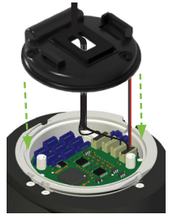

Abbildung 2
1. Richten Sie die Befestigungslöcher auf der Scheibe an den Montagegewinden auf der Eingangsplatine aus und drücken Sie die Scheibe dann vorsichtig auf die Platine. (Abbildung 2)